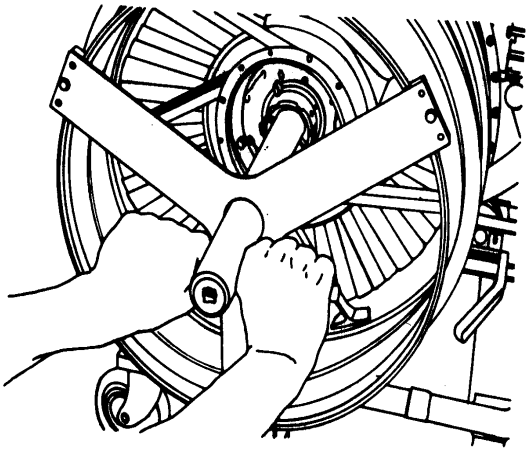

Figure 3. Removing Turbine–to–Compressor Tie Bolt with 6796533 Wrench and 6796382 Support
f. Install 6796533 turbine to compressor tie bolt spanner wrench and 6796382 support (figure 3).